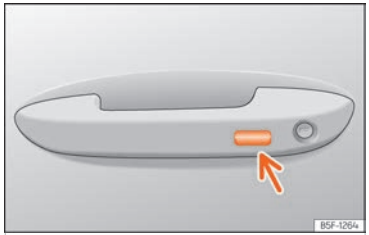

Fig. 87 Maneta de la porta: superfície sensora.
- **O BÉ:** mitjançant el sistema Keyless Access (només tancament): Mantingueu un dit durant uns segons sobre la superfície sensora de bloqueig ››› fig. 87 (fletxa) de la maneta de la porta perquè es tanquin les finestretes i el sostre. Si es deixa de tocar la superfície sensora s'interromp la funció de tancament.
Mantingueu un dit durant uns segons sobre la superfície sensora de bloqueig ››› fig. 87 (fletxa) de la maneta de la porta perquè es tanqui el sostre. Si es deixa de tocar la superfície sensora s'interromp la funció de tancament.